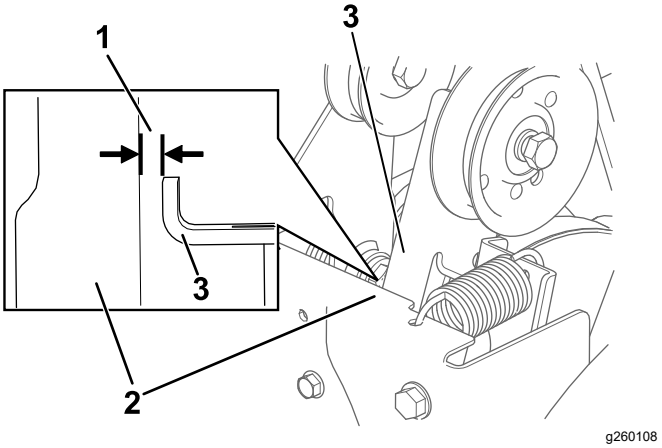

Rysunek 28
3. Przy odłączonej dźwigni śruby śnieżnej/wirnika sprawdź, czy odstęp między ramieniem sprzęgła śruby śnieżnej a ramą maszyny wynosi 1,5 mm, zgodnie z Rysunek 28